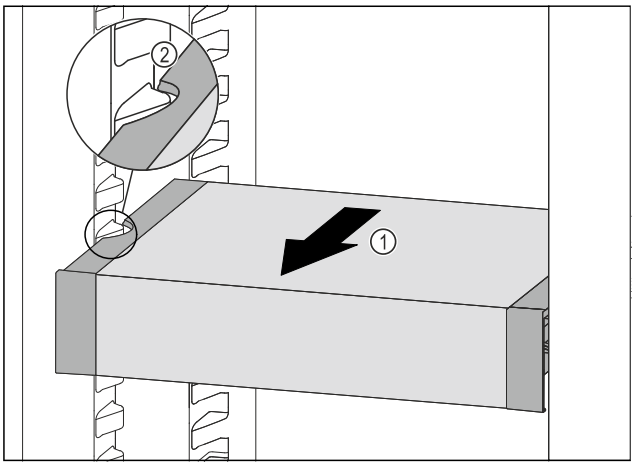

Fig. 165
- ▶ Predal VarioSafe povlecite naprej *Fig. 165 (1)*, dokler nista stranska izreza predala VarioSafe na višini nastavka za posodo v hladilniku. *Fig. 165 (2)*